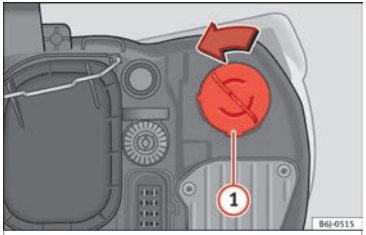

Fig. 98 Turn signal light.
– Turn the bulb holder ››› Fig. 98 ① to the left and pull.